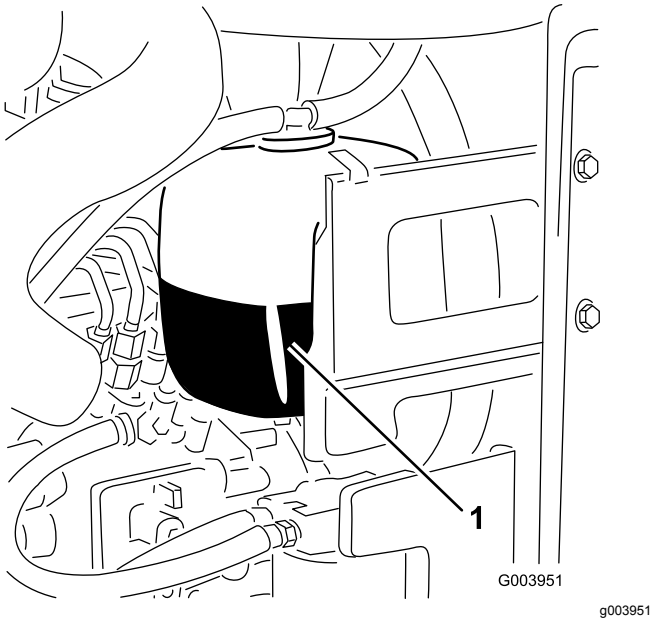

Figur 31
1. Kontroller kølevæskestanden i ekspansionsbeholderen (Figur 31).